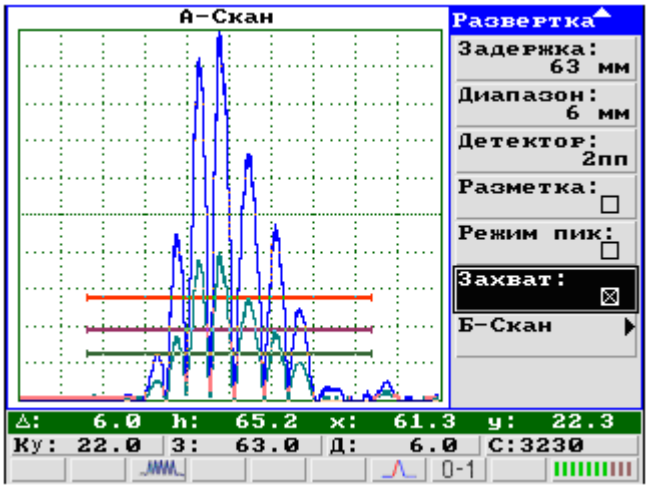

Рисунок 16 – Режим «Захват»
6.3.1.3.6 Пункт «**Захват**» - включает/выключает режим фиксации («стоп кадр») изображения на экране дефектоскопа. При этом на экране наблюдаются два сигнала: сигнал, фиксированный в момент включения данного режима (отображается зеленым цветом) и текущий активный сигнал (см. рисунок 16).